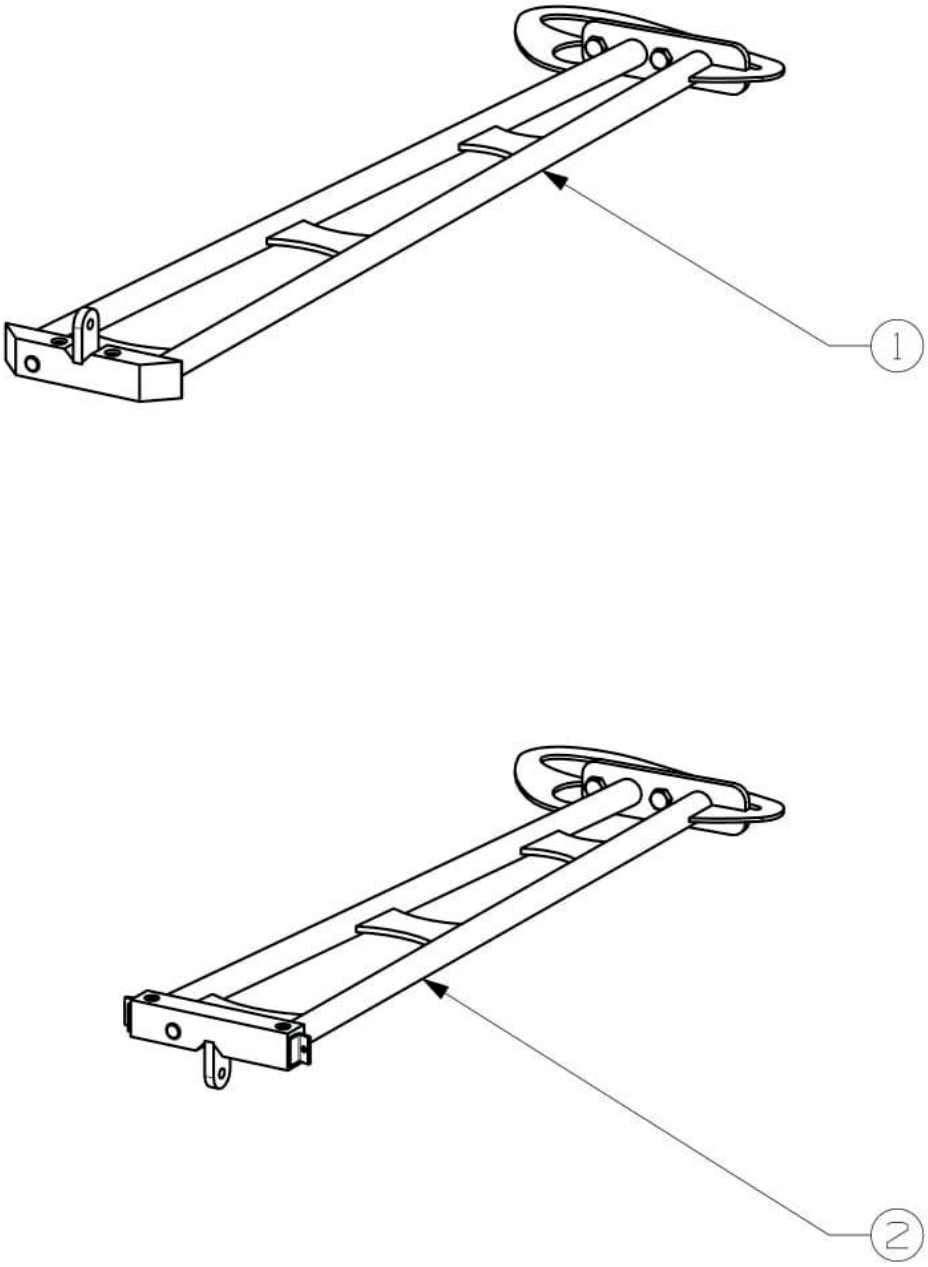
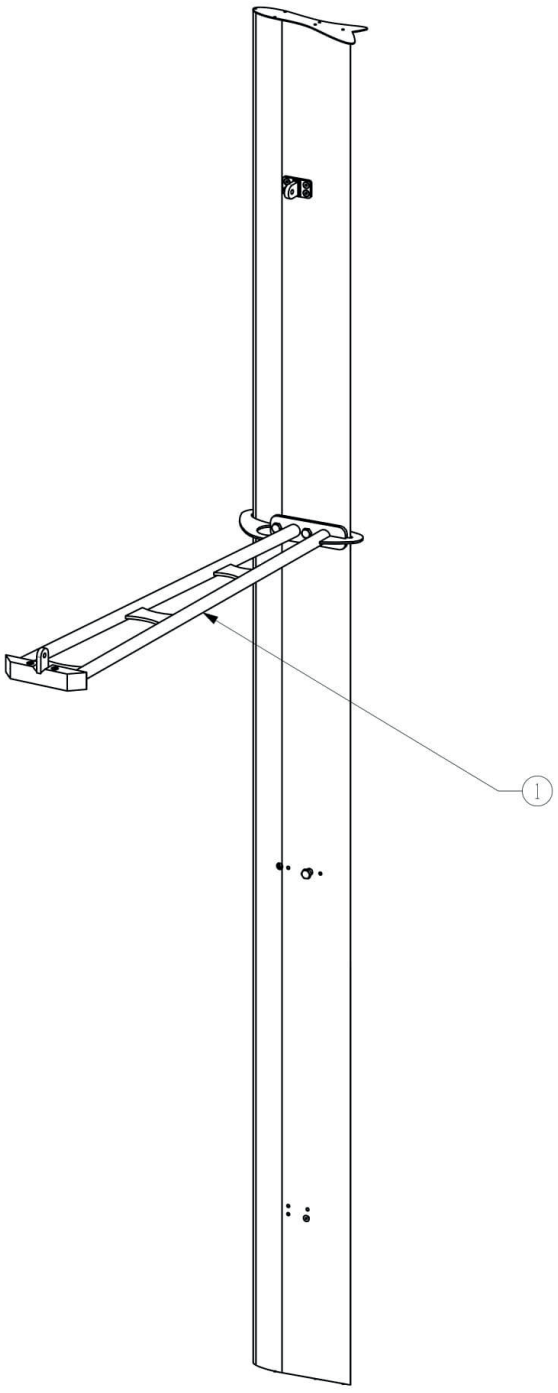
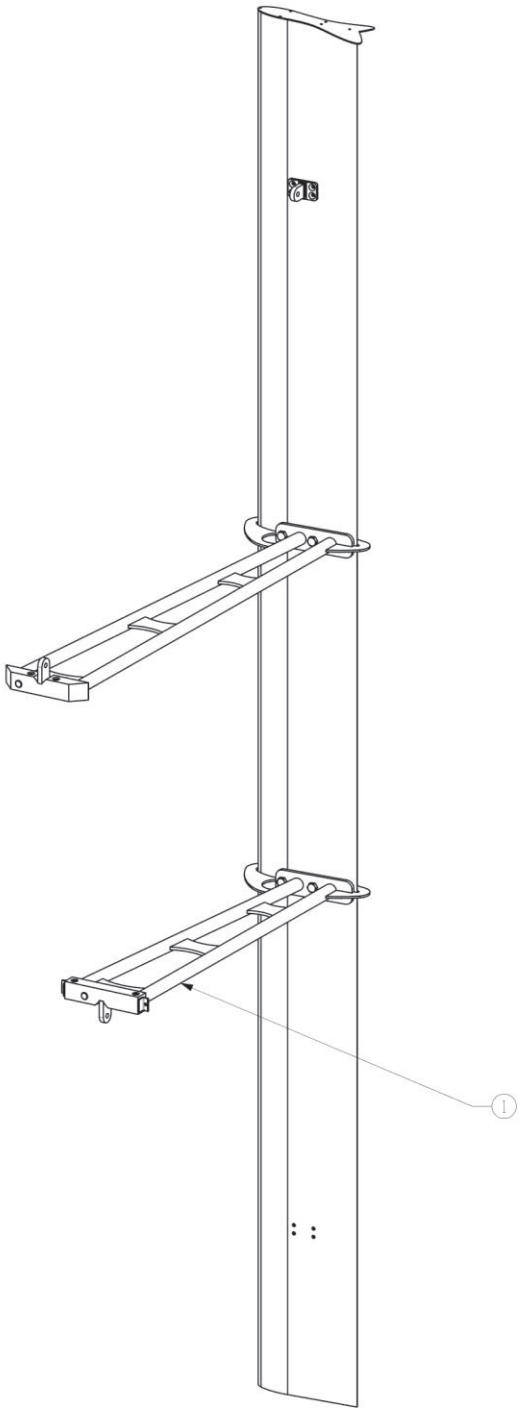

RYSUNEK 2
RYSUNEK 5
RYSUNEK 6
3. Ramię górne (dłuższe) ostrożnie nasunąć na profil skrzydła (Rys.2) w sposób pokazany na Rys. 5. Do skręcenia ramienia ze skrzydłem użyć śrub M12x30 oraz M12x35. Śrubę M12x35 zastosować od strony czę ści natarcia skrzydła (grubsza część przekroju profilu). Na gwint śrub nanieść niewielką ilość czerwonego kleju do gwintów i wstępnie dokręcić kluczem płaskim. Następnie dokręcić kluczem dynamometrycznym z momentem 80Nm. Nałożyć białe nakładki na śruby.
4. Ramię dolne (krótsze) ostrożnie nasunąć na profil skrzydła (Rys.2) w sposób pokazany na Rys. 6. Następnie postępować analogicznie do punktu 3 -go.